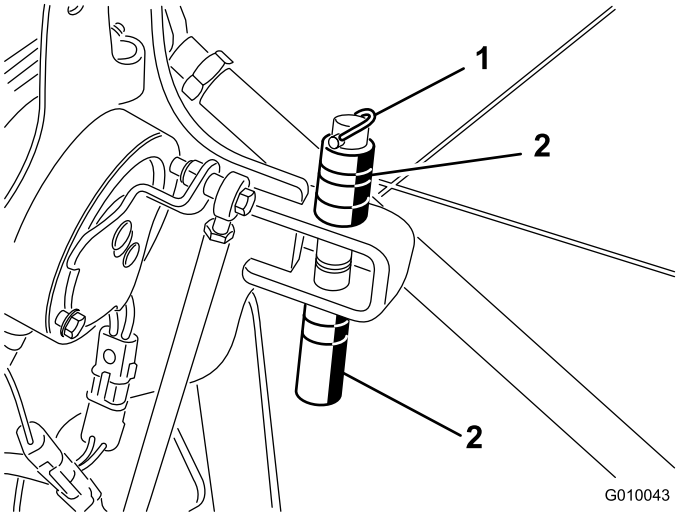

**Figur 28**
1. Ta bort hjulsprinten som fäster distansbrickorna och djuppinnarna (Figur 28).